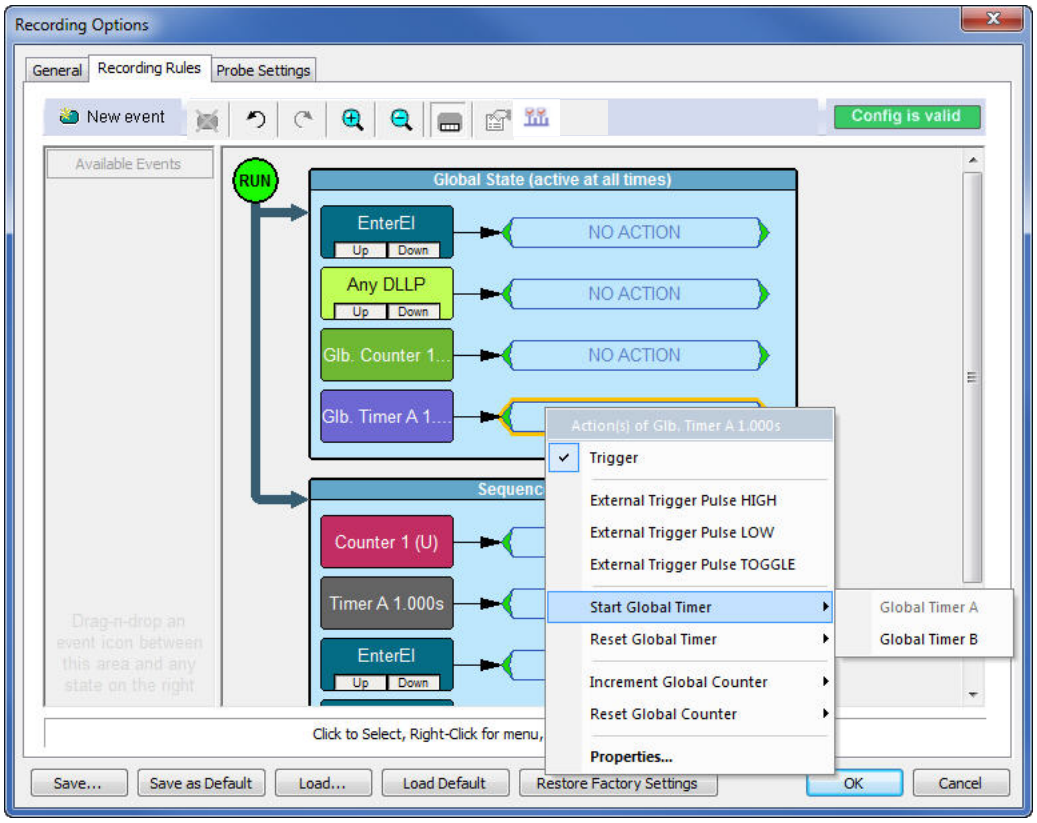

Figure 5.129: Starting and Resetting Global and Sequence State Timers
2. Right-click on an event and select **Specify Actions > Start Global Timer > Global Timer A** or **Timer B** from the menu (see Figure 5.129 on page 357).